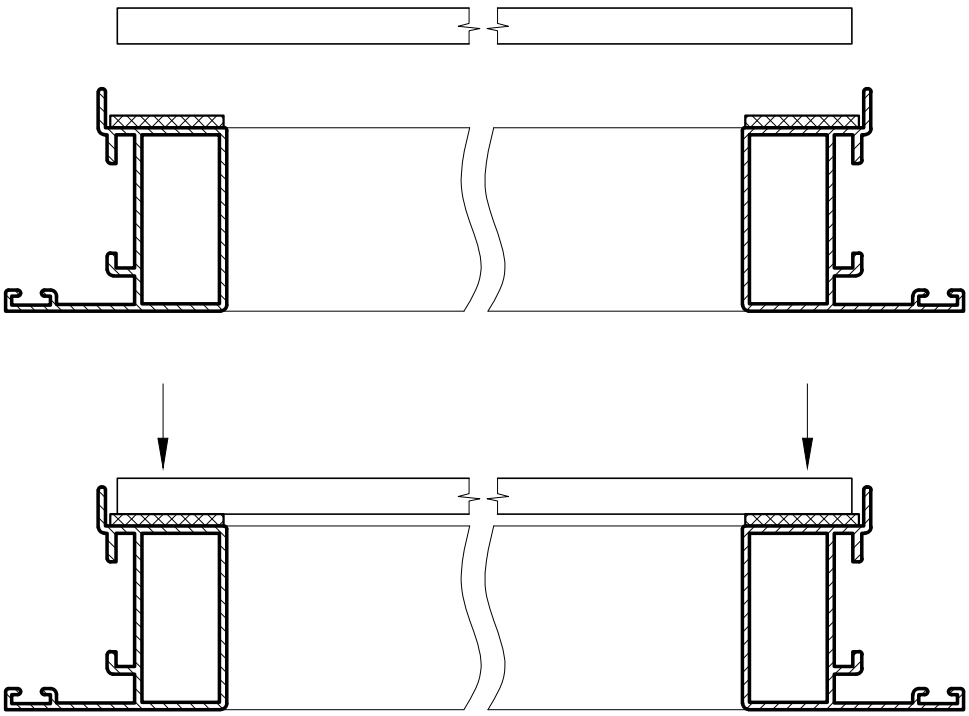

Рис. 3
2. Перед установкой стекла края, которые будут контактировать с лентой, необходимо обезжирить, обработать праймером при рекомендации производителя ленты. Стекло вложить в паз створки. Прижимая стекло сверху, добиться сплошного контакта стекла с поверхностью ленты (отсутствия воздушных пузырьков) контролируя процесс на просвет через стекло (рис. 3).